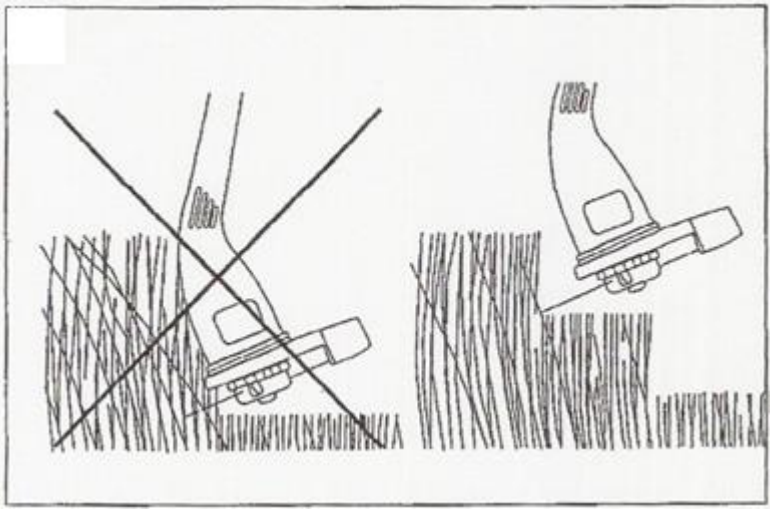

Rys. 15
3. Najlepszy wynik uzyskasz przy wysokości trawy najwyżej 15 cm. Jeżeli trawa jest wyższa korzystne jest jej kilkakrotne skoszenie. Długą warstwę przycinaj kolejno od góry do dołu (Rys. 15).